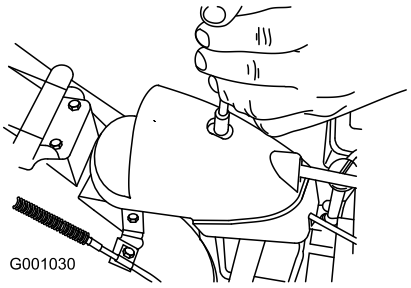

Figur 42
1. Ta bort fästanordningen på kåpan över kugghjulet (Figur 42), lyft upp kåpans främre del och skjut kåpan bakåt så att den inte är i vägen.